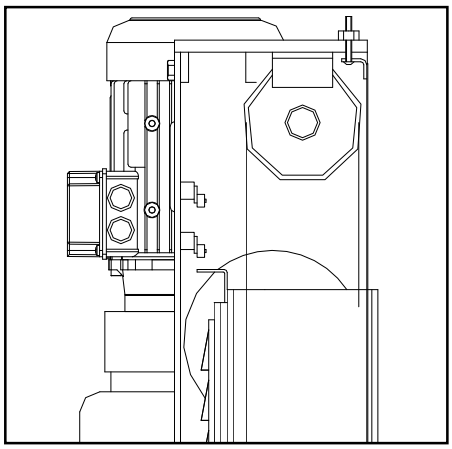

Abb. 13
• Erreicht die Hebebühne ihre maximale Höhe, stoppt der obere Endschalter die Hubbewegung (Abb. 13).
• Überschreitet das bewegliche Teil seinen Hubweg, wirken zwei in Reihe geschaltete Endschalter oben an der Bedien-Säule. Sie werden normalerweise durch den Betätiger am Hubwagen der Bedienseite ausgelöst (Abb. 13). Spricht der erste Endschalter nicht an, löst der zweite nach 3 Sekunden Hubwagenbewegung aus.